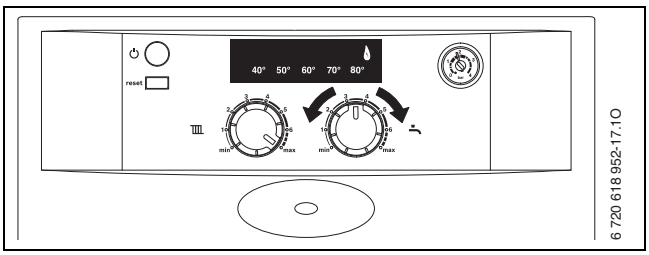

Fig. 34
- ▶ Tourner le sélecteur de température de départ chauffage ▥ en position max. (→ fig. 34).